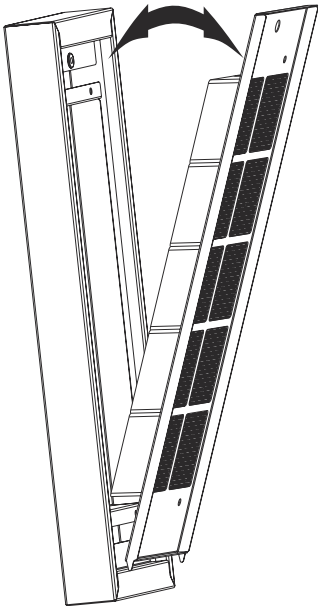

Fig. 7
3. Ta bort kolfiltret (Fig. 7).